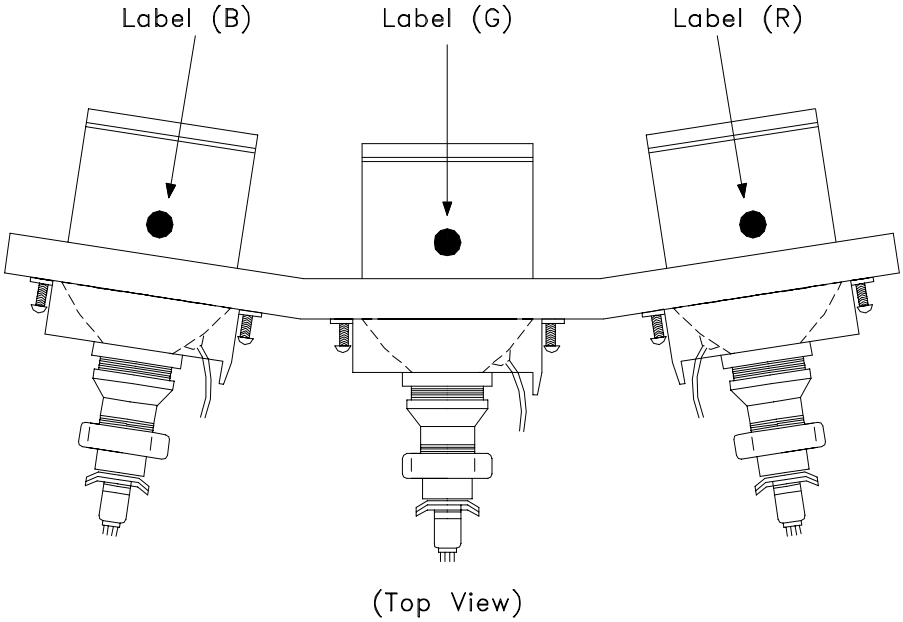

Figure 5-7
8. Remove the Deflection Yoke from the neck of the CRT. [Figure 5-7]
a) Position the Lens so that the Label faces the direction shown in Figure 5-7